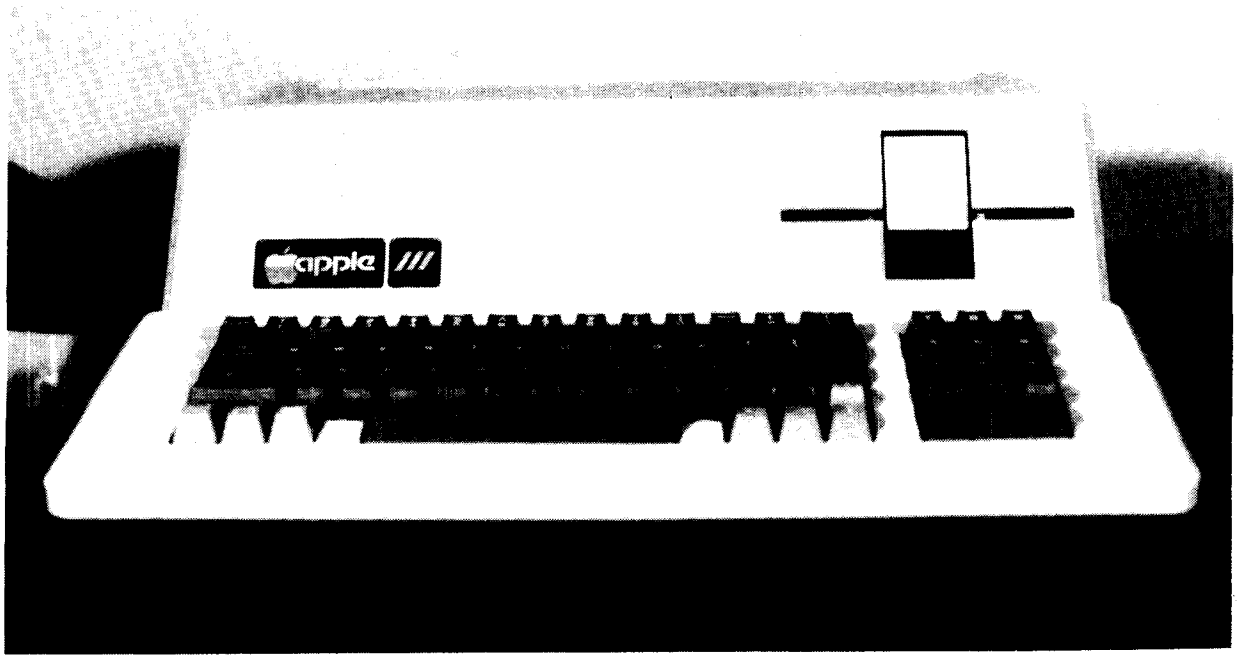

Figure 3. The Apple III computer. Note that there is no cover on the keyboard in this illustration.
The Apple III computer has been programmed to present an adaptive test on the videoscreen, receive responses of examinees, and calculate test scores. For purposes of test administration, you will be concerned with (1) the disk drive and (2) the keyboard (see Figure 3).
The disk drive (right side of Figure 3) enables the user to generate different programs. To execute the programs required for CAT testing, you must insert floppy diskettes into the disk drive of the Apple III when you start up the system. Floppy diskettes are described on pages 7-8.
inches in diameter and resembles a 45-rpm record. It is mounted and rotates freely within a jacket that prevents damage to the diskette. Floppy diskettes are loaded into the Apple computer's disk drive (see Figure 3). Appendix A provides instructions for care of diskettes.